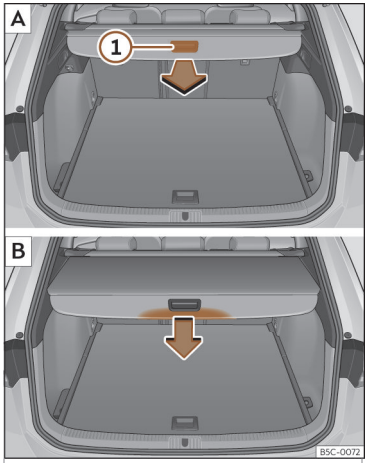

Fig. 119 Nel bagagliaio: srotolare e arrotolare il pianale.
- Tirare in modo uniforme all'indietro la maniglia di appiglio del pianale››› **fig. 119** ① A ed estrarla al massimo finché non si sente uno scatto.
- Premere la maniglia di appiglio del pianale nel senso della freccia, fino a sbloccarlo ››› **fig. 119** B.